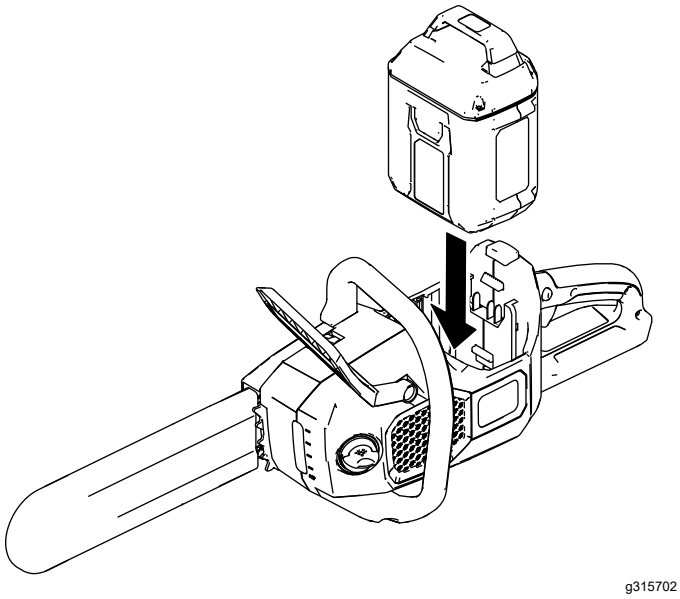

Figuur 7
3. Lijn de koppeling van het accupack uit met de uitsparing in de behuizing van de kettingzaag (Figuur 7).